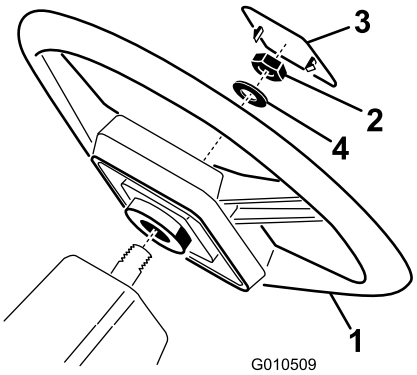

Figur 3
1. Fjern kontramøtrikken fra styretøjsakslen. Skub rattet og skiven på rataksle (Figur 3).